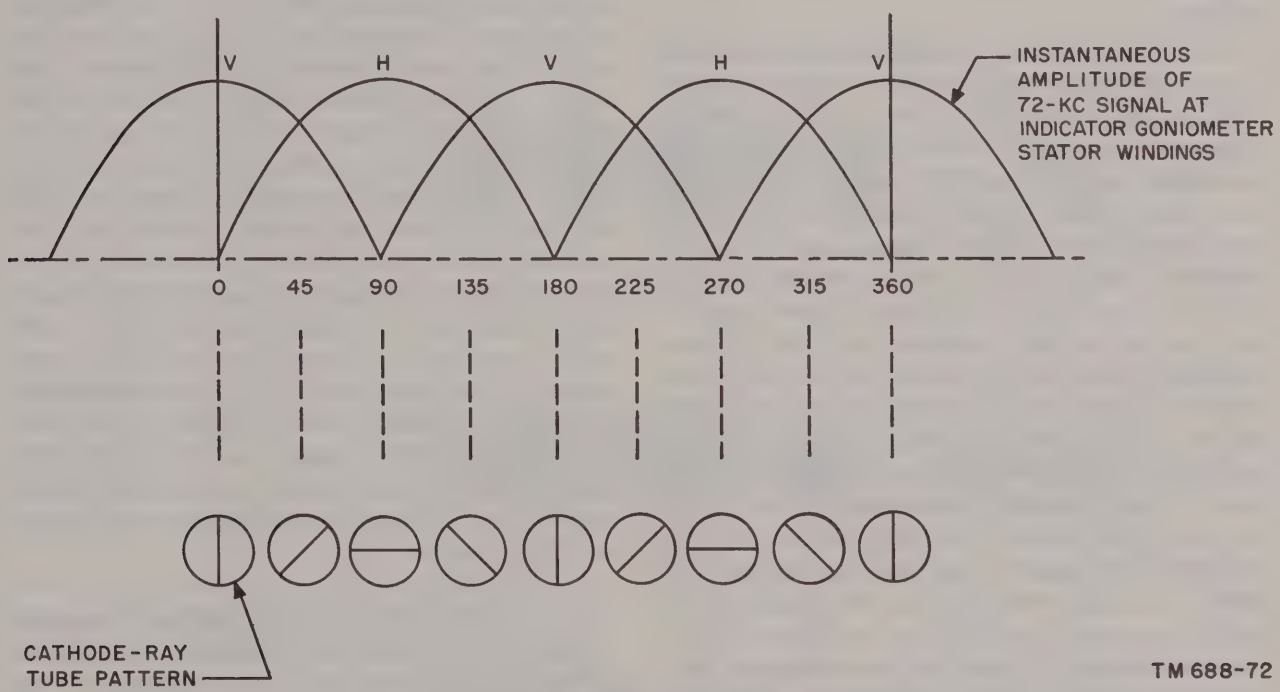

Figure 76. Development of rotating line.
d. The vertical and horizontal deflection plates of the cathode-ray tube are displaced 90° and therefore exert right angle forces on the cathode-ray tube beam. The relative amplitude of the voltages on the vertical and horizontal deflection plates for any position of the rotor from 0° to 360° is shown in figure 76. The vector resultant of the two right angle forces is constant in amplitude and its angle varies in accordance with the amplitude and polarity of the 72-kc signal applied to the deflection plates. The resulting position of the cathode-ray tube pattern for each 45° point is shown in figure 76.